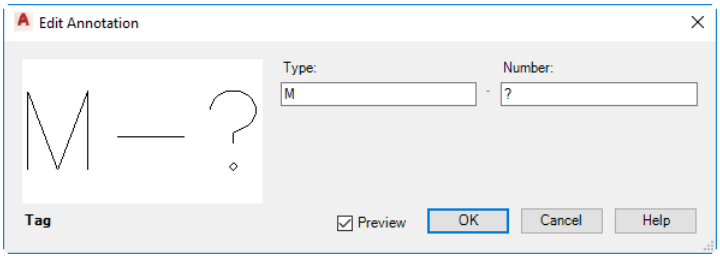

Figure P-6 *The* ***Edit Annotation*** *dialog box*
3. Select the **STEAM TURBINE** from the drawing sheet and right-click; a shortcut menu is displayed. Choose **Annotate > Tag** from the shortcut menu; the tag gets attached to the cursor and you are prompted to specify an annotation position. Drag the cursor and place the annotation tag below the turbine; **M-?** gets displayed on the screen. Next, double-click on the annotation tag; the **Edit Annotation** dialog box is displayed, refer to Figure P-6.